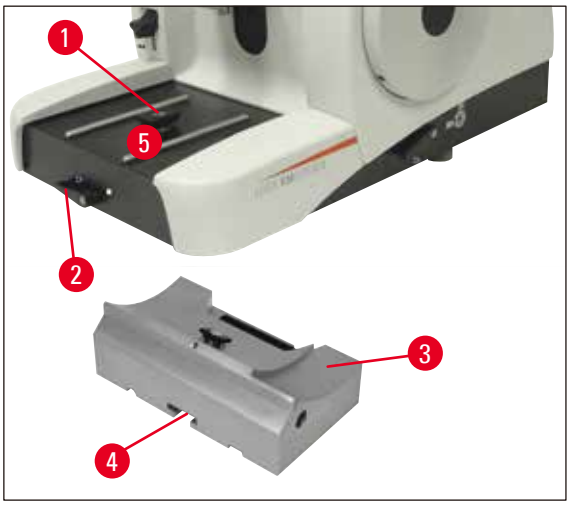

图 12
- 松开切片机底座前端的锁杆，并将带刀架的刀架底座滑动到样品前面几乎挨着的位置。有关其它信息，请参见 (→ 第 22 页 – 图 12) 或 (→ 第 39 页 – 图 30)。